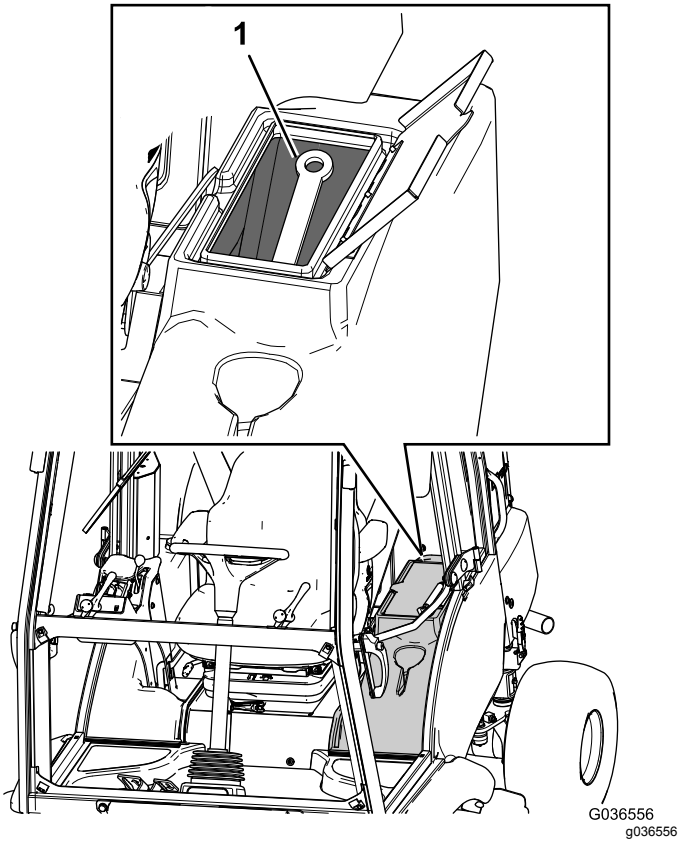

Figura 21
C. Posizionate la staffa del supporto di sicurezza nel contenitore di stoccaggio (Figura 21).